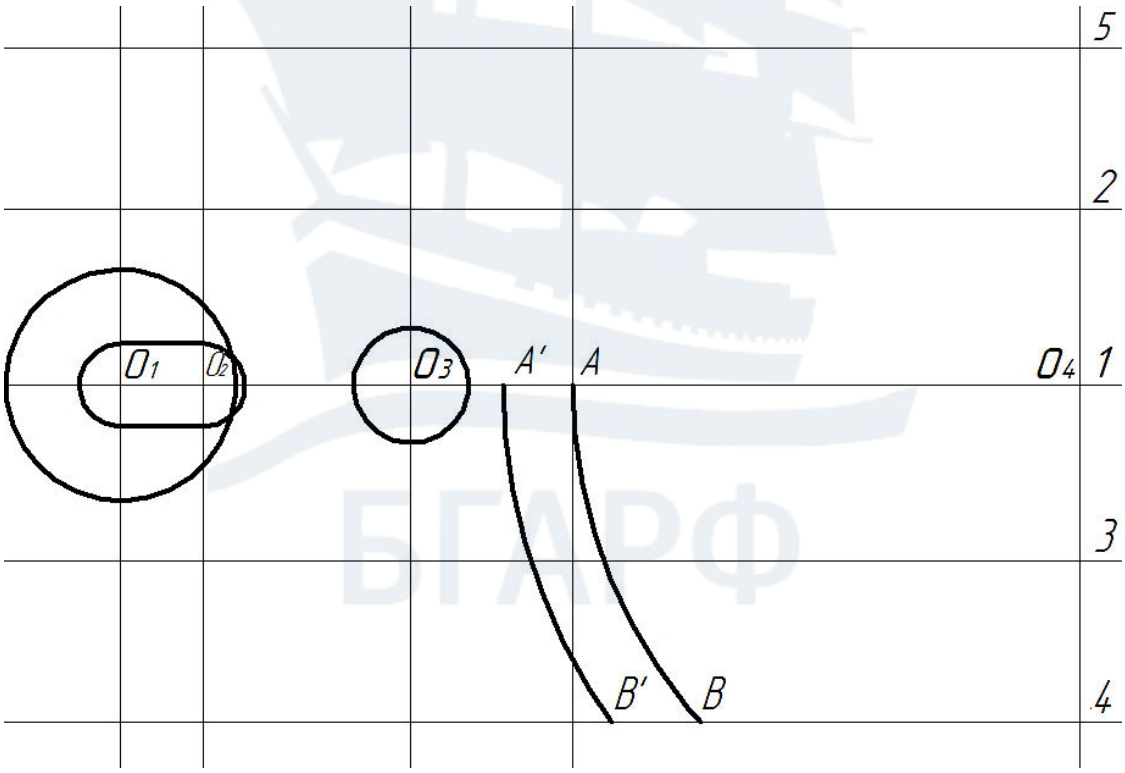

Рис. 125
12. Построить дугу **A'B'** на **15** мм левее **дуги AB**, используя команду **Сместить** (рис. 125). Удалить участок дуги ниже линии 4.